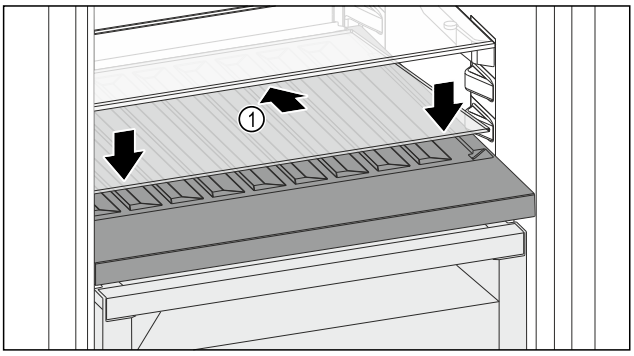

Fig. 182
▶ Placer la plaque de verre *Fig. 182 (1)* en biais et inclinée vers le bas.
▶ Abaisser l'avant de la plaque de verre *Fig. 182 (1)*.